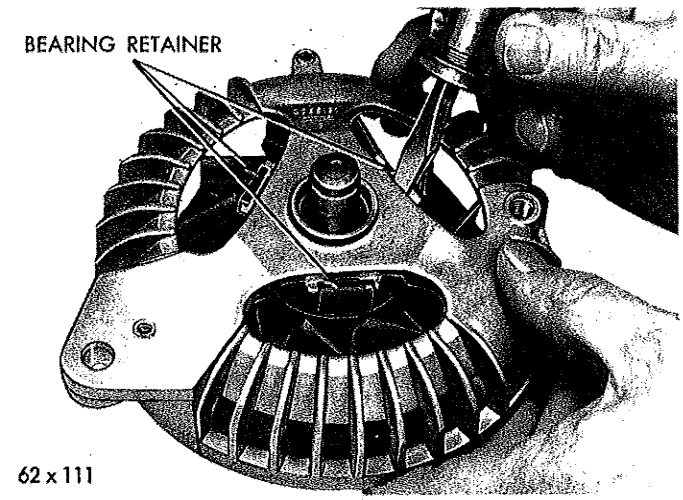

*Fig. 32—Disengaging Bearing Retainer from End Shield*
(8) Pry drive end bearing spring retainer from end shield with a screwdriver (Fig. 32).
(9) Support end shield and tap rotor shaft with a plastic hammer to separate rotor from end shield. **The new bearing is lubricated with a predetermined amount of special lubricant and does not require additional lubrication.**
(10) The drive end ball bearing is an interference fit with the rotor shaft. Remove bearing with puller Tool C-3615 or C-3934 and adapters as follows: